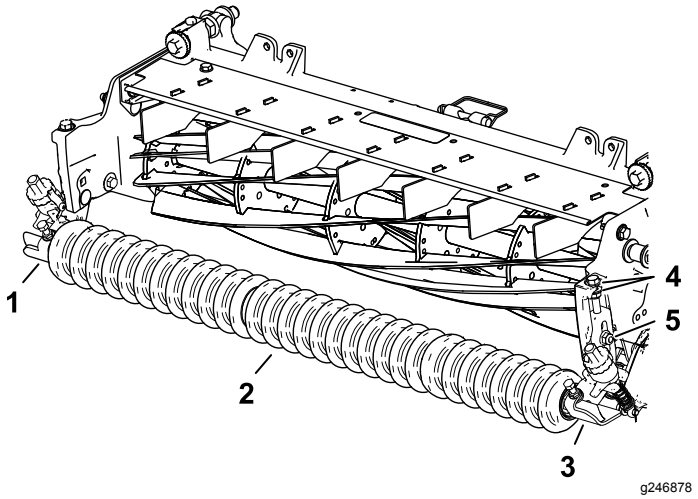

Figure 10
1. Fixez légèrement les supports de hauteur de coupe gauche et droit ainsi que le rouleau avant sur les plaques latérales de l'unité de coupe à l'aide des boulons de carrosserie retirés précédemment (Figure 10).